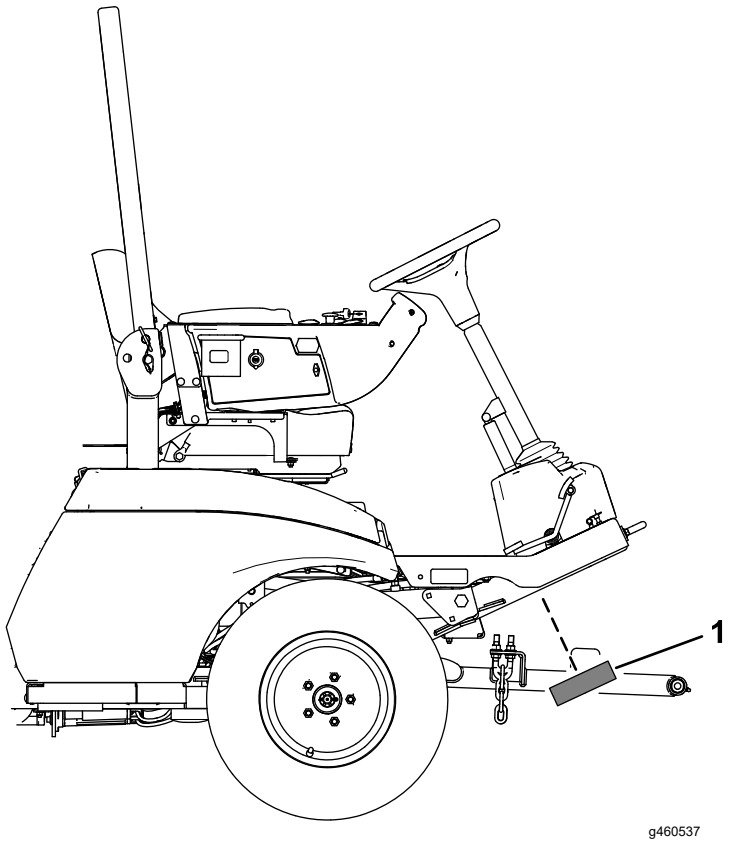

Figur 37
5. Monter pladen på stellet (Figur 37).